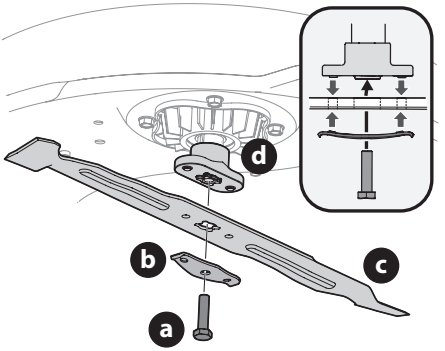

Figure 22
3. Retirez le boulon hexagonal (a) et le support de la lame (b) qui fixent la lame (c) et l'adaptateur (d) au moteur du plateau (Figure 22).
4. Retirez la lame (c) et l'adaptateur (d) de la fusée du moteur du plateau de coupe (Figure 22).